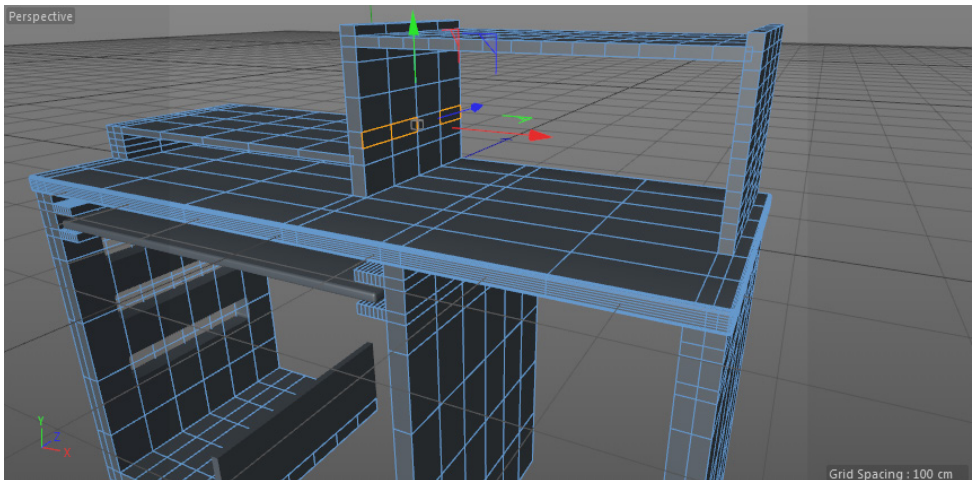

Figure 3-112 *The selected polygons of Computer table*
13. Make sure the polygon mode is activated. Choose the **Live Selection** tool from the Command Palette and make sure that the **Only Select Visible Elements** check box is selected. Now, select the polygons of *Computer table*, as shown in Figure 3-112.